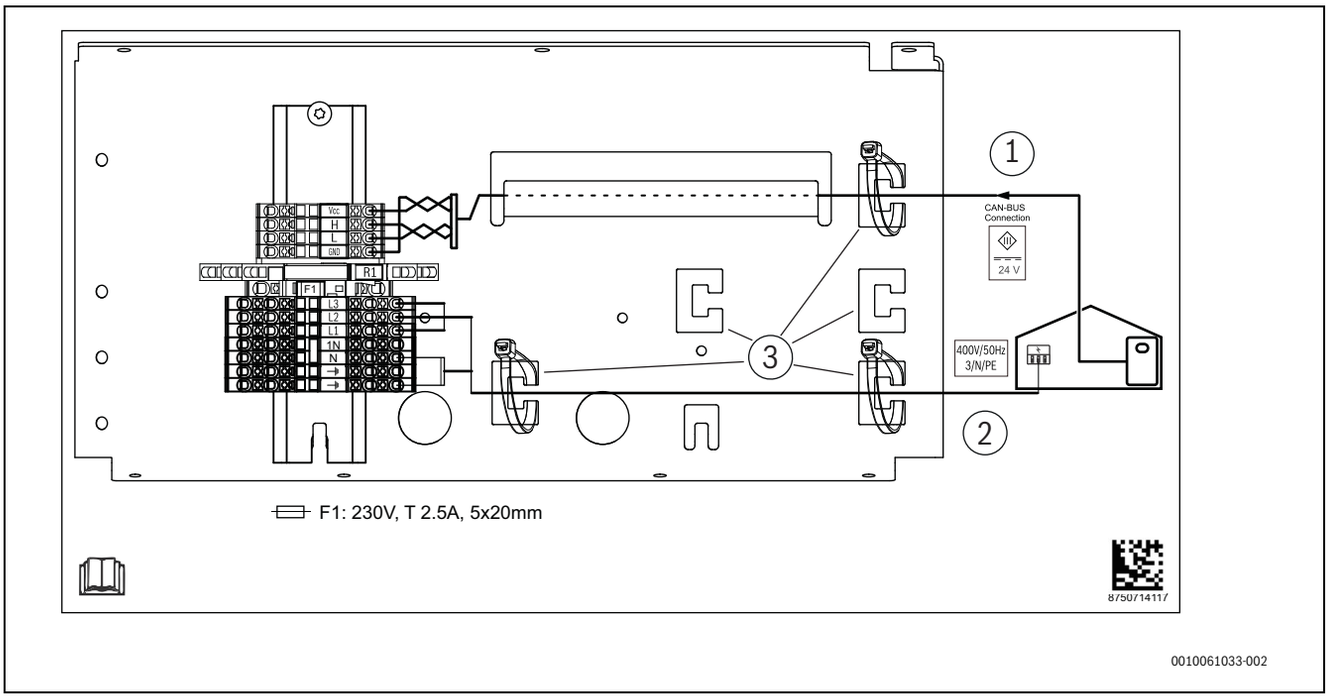

*Bild 44 Anschlussklemmen im Anschlussbereich der Installation*
- CAN-BUS-Anschlusskabel und Anschlusskabel für die Spannungsversorgung durch die Kabelkanäle der Installationsfläche führen. Zur elektrischen Schnittstelle → Abbildung 44.
- Kabel wie in → Abbildung 44 gezeigt anschließen.